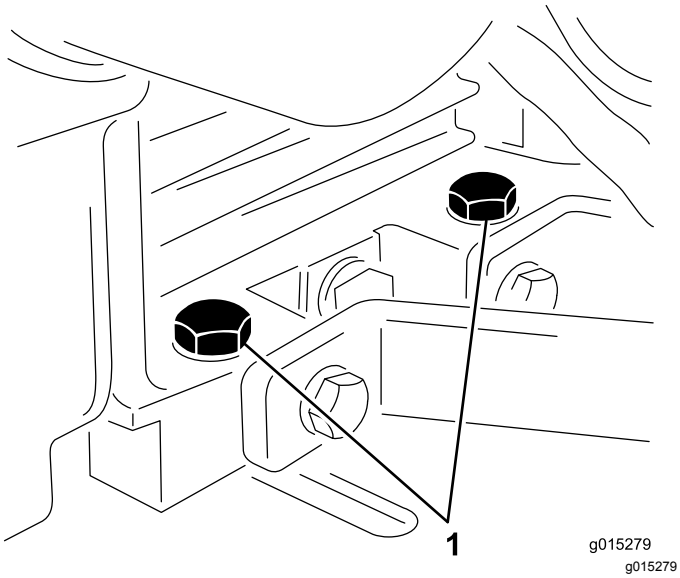

**Figur 21**
2. Løsne monteringsboltene for motoren (Figur 21).